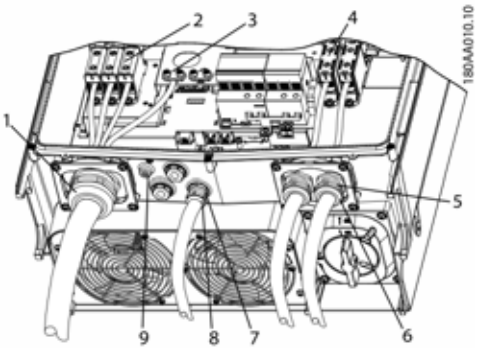

Abbildung 3.12 Überblick über Wechselrichter mit Drehmomentvorgaben
Wenn die Blindverschlüsse entfernt werden (siehe (7) in Abbildung 3.12), verwenden Sie Anschlüsse der folgenden Typen: 3, 3S, 4, 4X, 6, 6P.